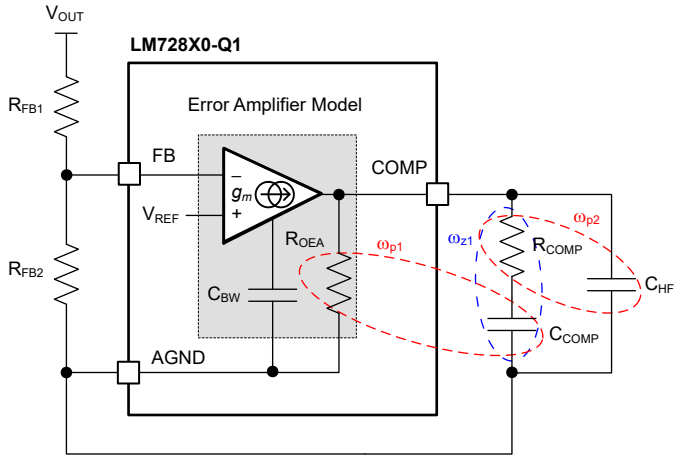

Figure 9-3. Error Amplifier and Compensation Network
A Type-II compensator using a transconductance error amplifier (EA) is shown in Figure 9-3. The dominant pole of the EA open-loop gain is set by the EA output resistance, R_{OEA}, and effective bandwidth-limiting capacitance, C_{BW} as shown by Equation 22.
The EA compensation components create a pole close to the origin, a zero, and a high-frequency pole. Typically, $R_{COMP} << R_{O\text{-}EA}$ and $C_{COMP} >> C_{BW}$ and C_{HF}, so the approximations are valid. Figure 9-3 circles the poles in red and the zero in blue.